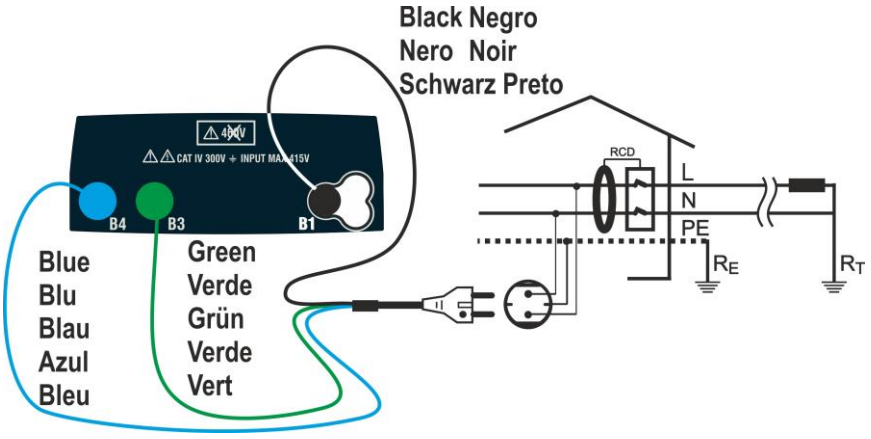
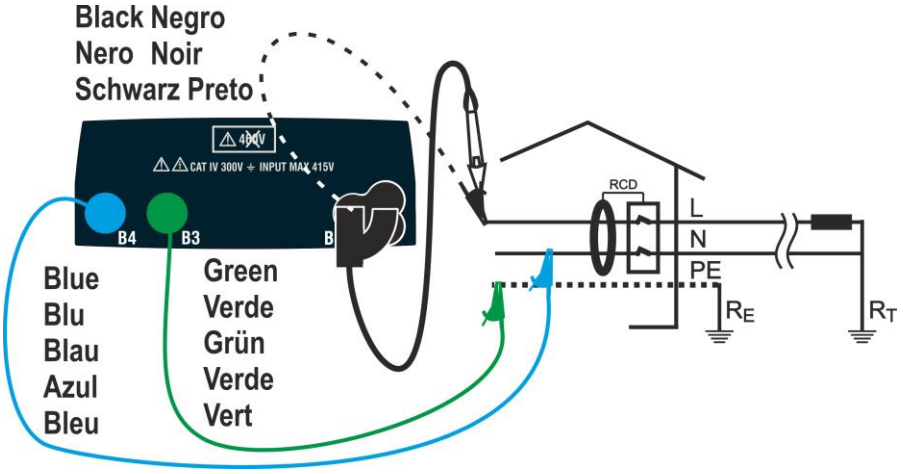
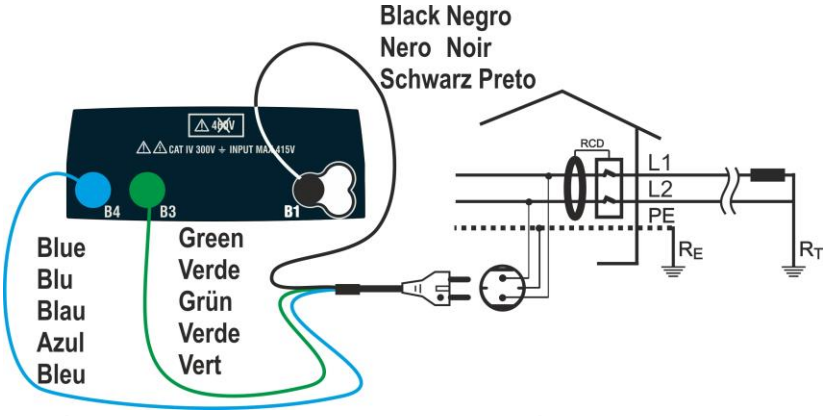
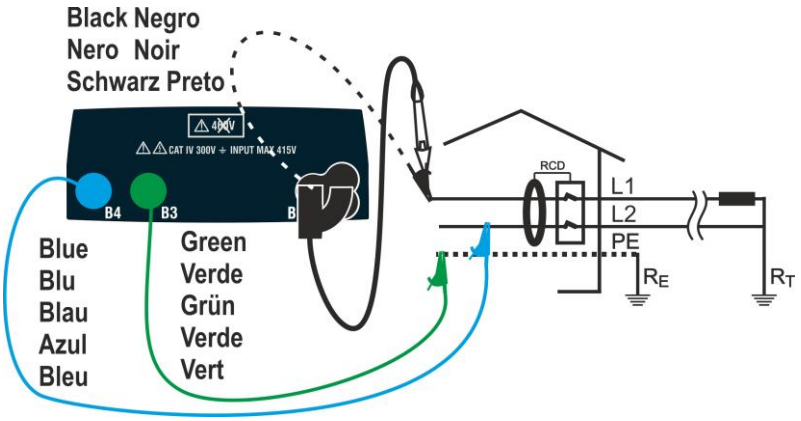

Fig. 4: Conexión del instrumento en sistema Monofásico L-N-PE con toma Schuko
Fig. 5: Conexión del instrumento en sistema Monofásico L-N-PE mediante cables y punta remota
Fig. 6: Conexión del instrumento en sistema Bifásico L-L-PE con toma Schuko
Fig. 7: Conexión del instrumento en sistema Bifásico L-L-PE con cables y punta remota
3. Inserte los conectores verde, azul y negro del Schuko de tres terminales en las correspondientes entradas B1, B3 y B4 del instrumento. Como alternativa, use los cables individuales y los cocodrilos en los extremos de los cables. También es posible usar la punta remota insertando su conector multipolar en la entrada B1. Conecte la toma Schuko, los cocodrilos o la punta remota a la instalación según la Fig. 4, Fig. 5, Fig. 6 o Fig. 7
3. Inserte los conectores verde, azul y negro del cable Schuko de conectores en las correspondientes entradas B1, B3 y B4 del instrumento. Como alternativa, use cables y cocodrilos individuales. También es posible utilizar la punta remota insertando su conector multipolar a la entrada B1. Conecte la toma Schuko, los cocodrilos o la punta remota a la toma eléctrica según la Fig. 4, Fig. 5, Fig. 6 o Fig. 7